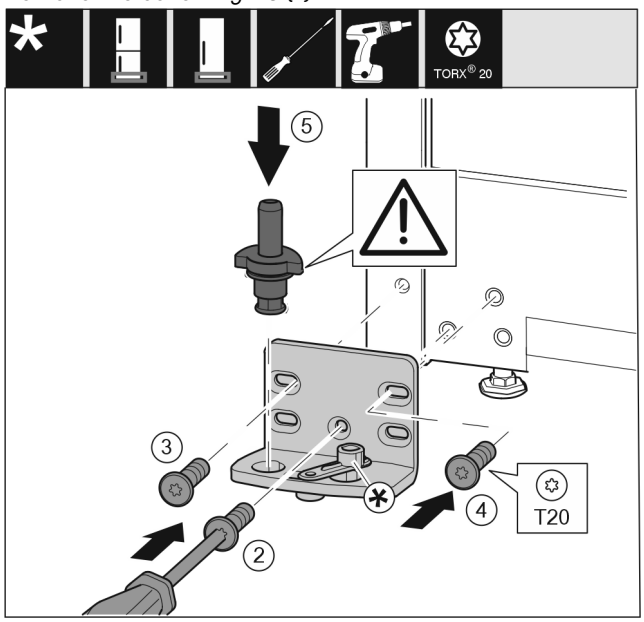

Fig. 19
- ▶ Place the bearing bracket on the other side and screw it on with a T20 screwdriver. Start with screw 2 at the bottom in the middle. *Fig. 19 (2)*
- ▶ Screw in screws 3 and 4 tightly. *Fig. 19 (3,4)*
- ▶ Insert the bearing pin completely. Make sure that the latching lug is pointing to the rear. *Fig. 19 (5)*